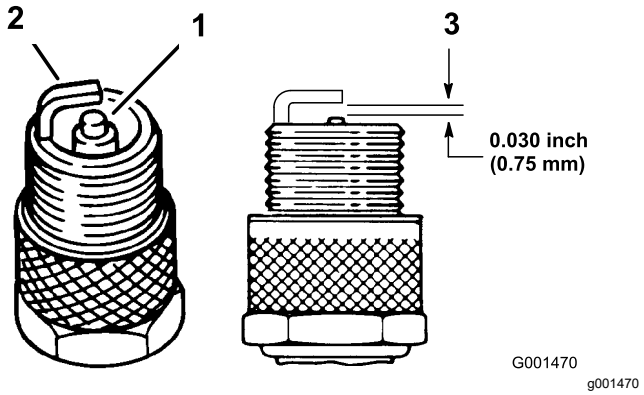

Figur 43
4. Kontrollera att inte sidoelektroden, mittelektroden och mittelektrodsisolatorn är skadade (Figur 43).
5. Ställ in luftgapet mellan mitt- och sidoelektroderna till 0,76 mm enligt Figur 43.